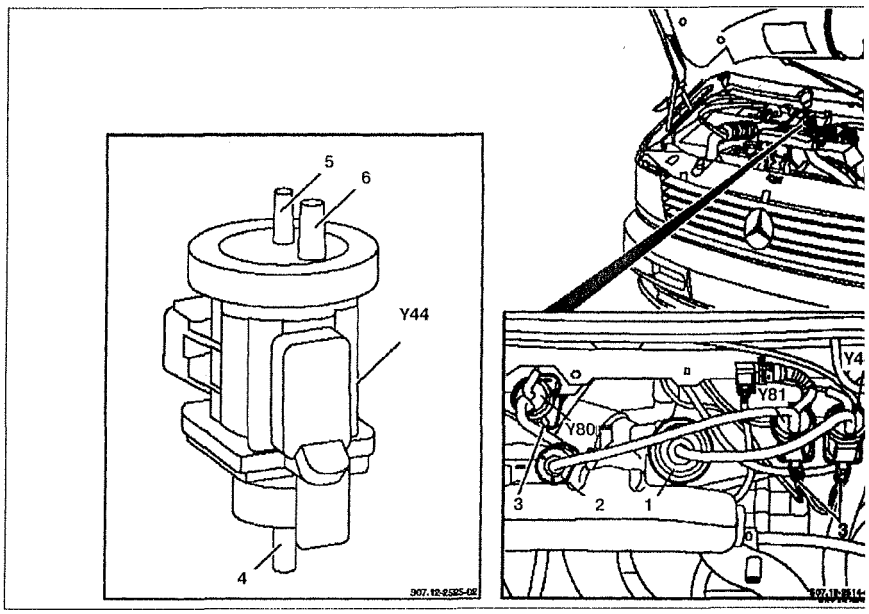

Рис. 4.48. Вакуумный преобразователь системы рециркуляции отработавших газов:
1. Отсоедините разъем **3** от вакуумного преобразователя давления **Y44** (см.рис.4.48).